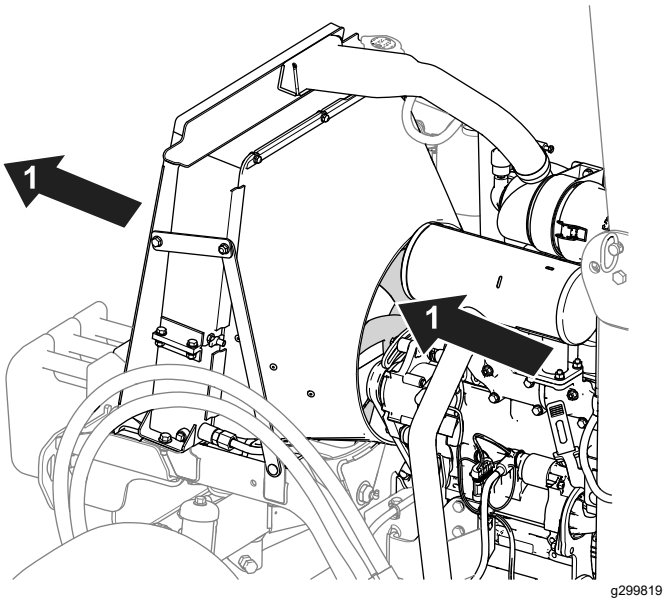

**Figura 74**
- Utilizzate aria compressa per pulire le alette di raffreddamento. Indirizzate l'aria all'esterno della macchina (Figura 74).